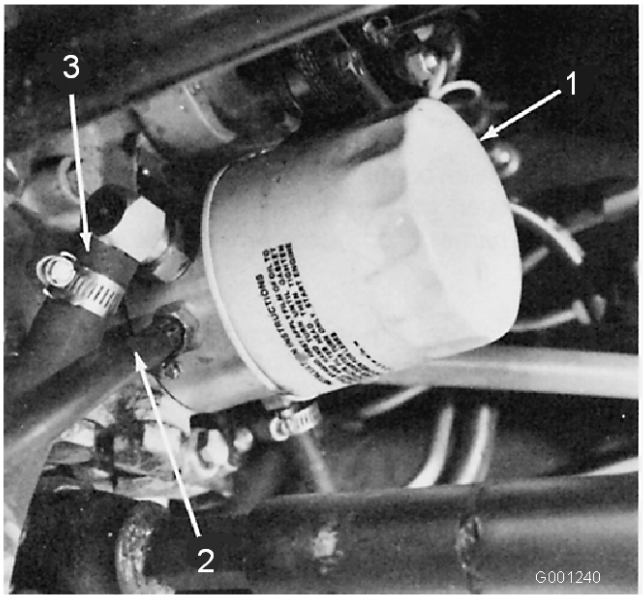

Figur 69
4. Rengör området runt hydrauloljefiltret och ta loss filtret (Figur 69).